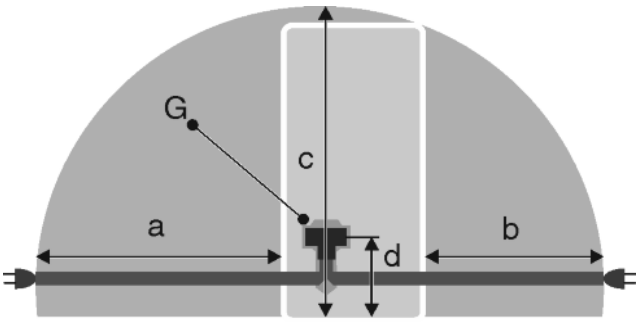

Fig. 24
- The socket is outside the back of the appliance area in the specified area *Fig. 24 (a, b, c)*.
▶ Insert the appliance plug *Fig. 24 (G)* into the back of the appliance. Ensure that it clicks into place.